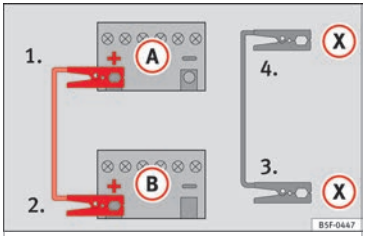

Fig. 134 Diagram of connections for vehicles with Start-Stop system.
– **For vehicles with Start-Stop system:** connect one end of the *black* jump lead (X) to a suitable ground terminal, to a solid piece of metal in the engine block, or to the engine block itself ››› **Fig. 134**.
5. Connect the other end of the *black* jump lead (X) to a solid metal component bolted to the engine block or to the engine block itself of the vehicle with the flat battery. Do not connect it to a point near the battery (A).